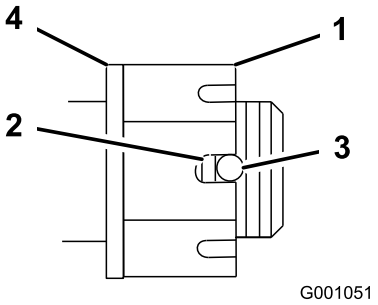

Figur 51
4. Fest kniven med et moment på 170 Nm (Figur 51).
5. Kontroller avstanden fra bunnen av slissen i mutteren til den indre kanten i hullet. To gjenger eller mindre skal vises (Figur 51).
7. Fest kniven med et moment på 170 Nm (Figur 51).
8. Trekk til mutteren inntil det neste settet med slisser er i linje med hullene i akselen (Figur 51).